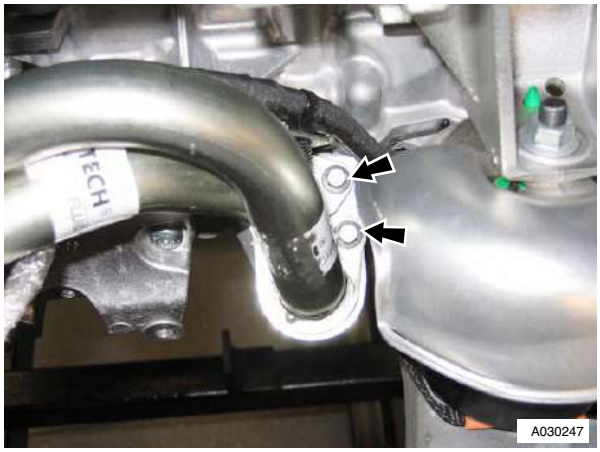

Figure 2
5. Remove harness to pipe clip (refer to Figure 2).